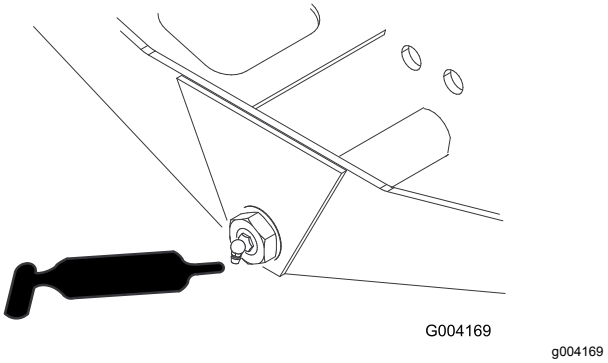

Figur 80
- Axelns styrtapp (1) (Figur 80)